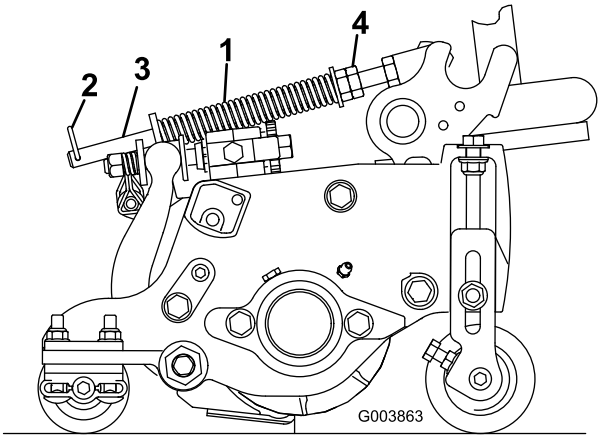

Figur 13
1. Se till att hårnålssprinten sitter i det bakre hålet på fjäderstången (Figur 13).
2. Dra åt sexkantsmuttrarna på fjäderstångens främre ände, tills fjäderns sammanpressade längd är 12,7 cm (Figur 13).